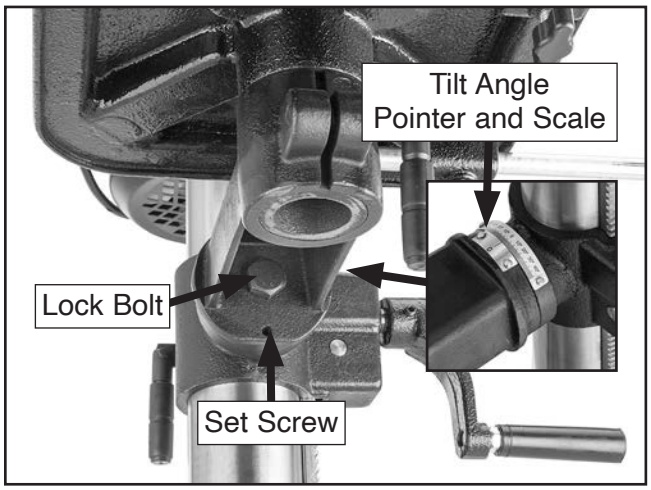

**Figure 31.** Table tilt controls.
1. Loosen the lock bolt and set screw shown in **Figure 31**.
2. Tilt table until pointer aligns with desired angle on scale (see **Figure 31**).